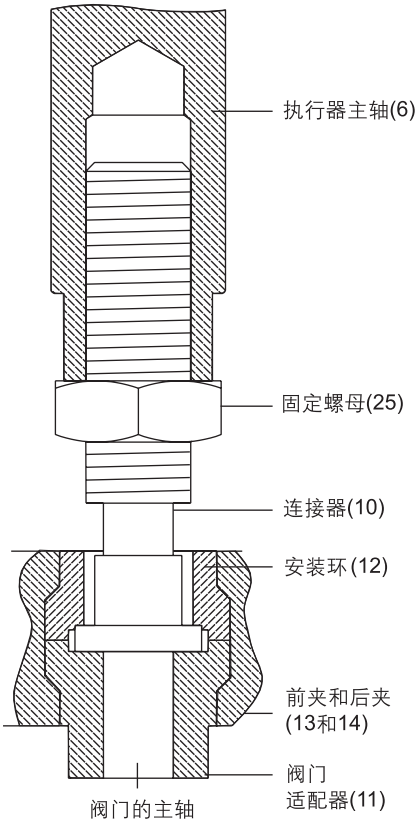

图6 执行器适配器，阀门适配器和连接器的安装
如要调整弹簧的设定值，参考图6以及以下步骤：
-保持阀门的阀芯在阀座上时调整阀门连接器(10)，直至其能紧紧压在阀门适配器（11）上，拧紧锁定螺母（25）。参考图6的正确安装
- 保持阀门的阀芯在阀座上时调整阀门适配器（11)，直至其能紧紧压在阀门连接器(10)上，参考图6的正确安装